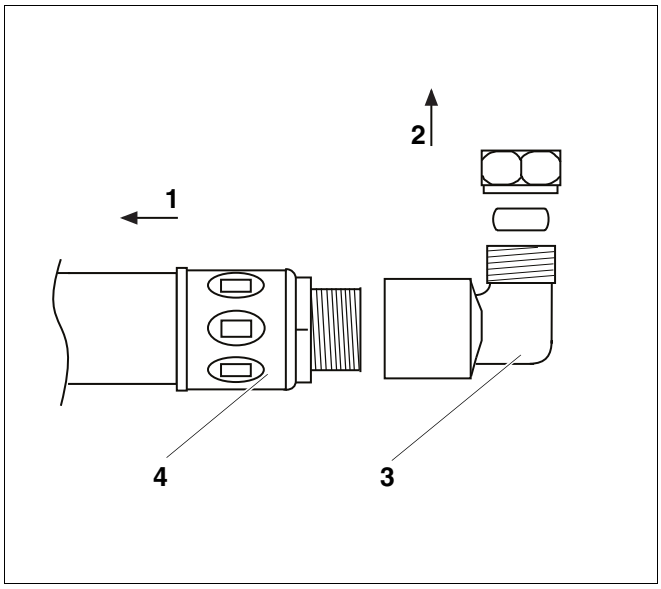

*Afb. 3 Sluit het compleetstation aan de boiler aan*
- Voer de aansluiting aan de boiler met behulp van een haakse klemringschroefkoppeling uit (afb. 3, **Pos. 3**).
- Schroef de haakse klemringschroefkoppeling (afb. 3, **Pos. 3**) aan de boileraansluiting (afb. 3, **Pos. 4**), teneinde de boiler met het compleetstation te verbinden.